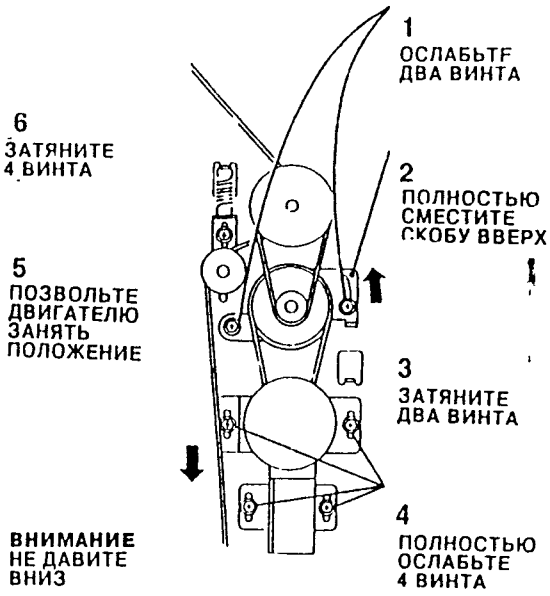

Рис. 2. Натяжение ремня привода двигателя транспортера
1. Обеспечьте правильное натяжение ремня привода двигателя транспортера (Рис. 2).